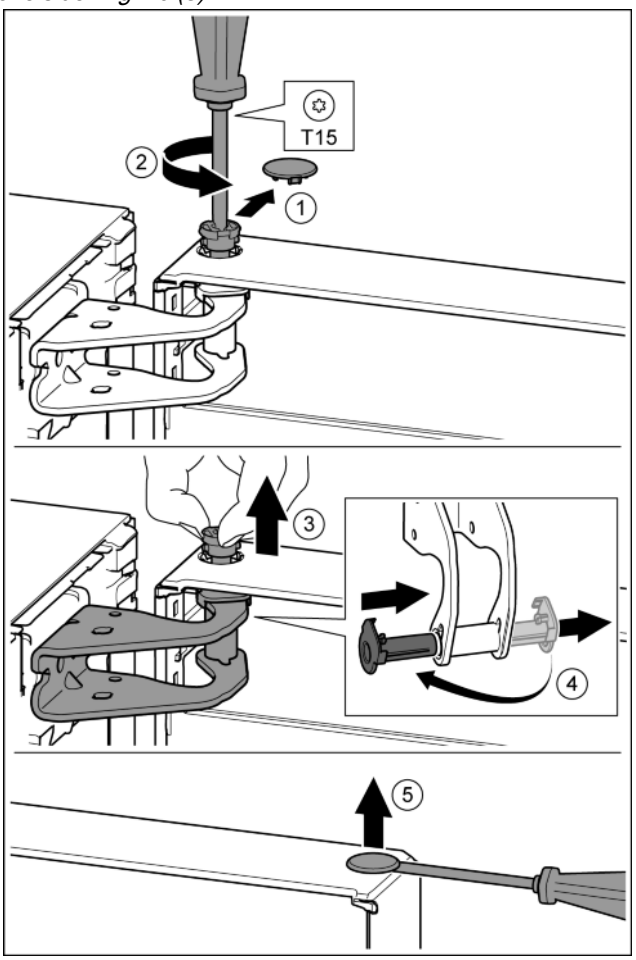

*Fig. 11*
▶ Carefully remove the protective cover. *Fig. 11 (1)*
▶ Undo the bolt a little with a T15 screwdriver. *Fig. 11 (2)*
▶ Hold the door and remove the bolts with your fingers. *Fig. 11 (3)*
▶ Pull the bearing bush out of the guide. Insert from the other side and click into place. *Fig. 11 (4)*
▶ Carefully lift the plugs out of the door bearing bush with a slotted screwdriver and remove. *Fig. 11 (5)*